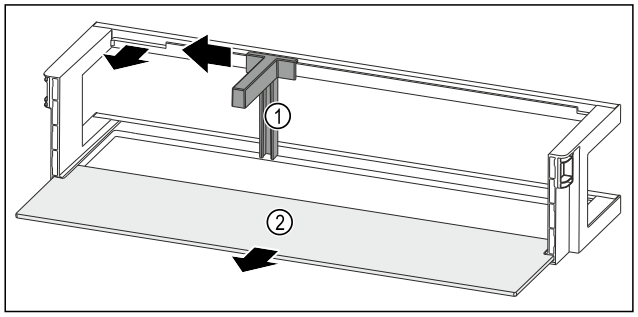

Fig. 174 Balconnet de contre-porte avec range-bouteilles et tablette de rangement
▶ Pousser le range-bouteilles *Fig. 174 (1)* sur le côté jusqu'à l'évidement.
▶ Retirer le range-bouteilles *Fig. 174 (1)*.
▶ Retirer la tablette de rangement *Fig. 174 (2)*.